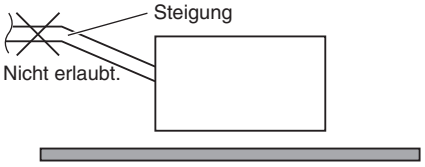

Abb. 3-12
- Das Rohr nicht so einbauen, dass es von der Anschlussstelle aus ansteigt. In diesem Fall fließt das Ablaufwasser zurück in das Gerät, was nach dem Ausschalten Leckwasser verursacht. (Abb. 3-12)